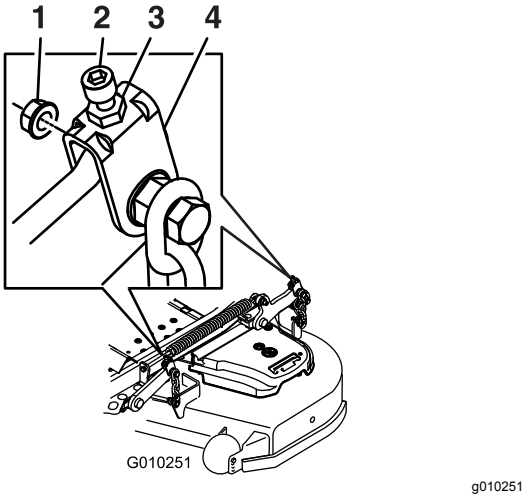

Figur 98
11. För klippdäcken i Figur 98: Vrid justermuttern på den främre däcklyftsmonteringen för att finjustera (Figur 98).
17. Finjustera genom att vrida justeringsskruven så att höjden blir 8,3 mm (Figur 98).